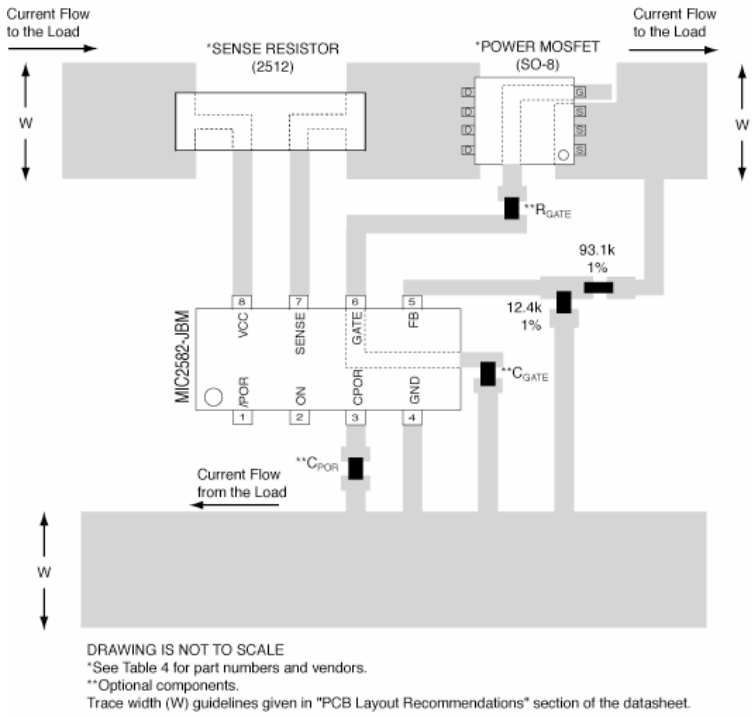

Figure 11. Recommended PCB Layout for Sense Resistor, Power MOSFET, and Feedback Network
Because of the low values of the sense resistors used with the MIC2582/83 controllers, special attention to the layout must be used in order for the device's circuit breaker function to operate properly. Specifically, the use of a 4-wire Kelvin connection to accurately measure the voltage across R_{SENSE} is highly recommended. Kelvin sensing is simply a means of making sure that any voltage drops in the power traces connecting to the resistors does not get picked up by the traces themselves. Additionally, these Kelvin connections should be isolated from all other signal traces to avoid introducing noise onto these sensitive nodes. Figure 11 illustrates a recommended, single layer layout for the R_{SENSE}, Power MOSFET, timer(s), and feedback network connections. The feedback network resistor values are selected for a 12V application. Many hot swap applications will require load currents of several amperes. Therefore, the power (V_{CC} and Return) trace widths (W) need to be wide enough to allow the current to flow while the rise in temperature for a given copper plate (e.g., 1oz. or 2oz.) is kept to a maximum of 10ºC~25ºC. Also, these traces should be as short as possible in order to minimize the IR drops between the input and the load.
Device types and manufacturer contact information for power MOSFETs and sense resistors are provided in Table 4. Some of the recommended MOSFETs include a metal heat sink on the bottom side of the package. The recommended trace for the MOSFET Gate of Figure 11 must be redirected when using MOSFETs packaged in this style. Contact the device manufacturer for package information.